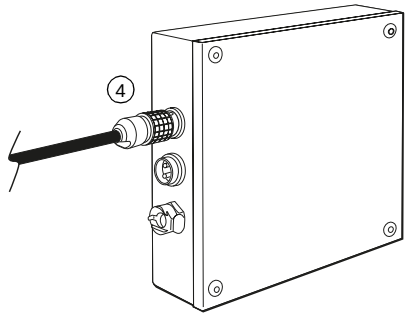

Abbildung 6-18. Anschließen des AutoClamp-Schnittstellenkabels am Schnittstellenmodul
4. Stecken Sie das andere Ende des Kabels in die Buchse an der linken Seite des Schnittstellenmoduls (Abbildung 6-18).